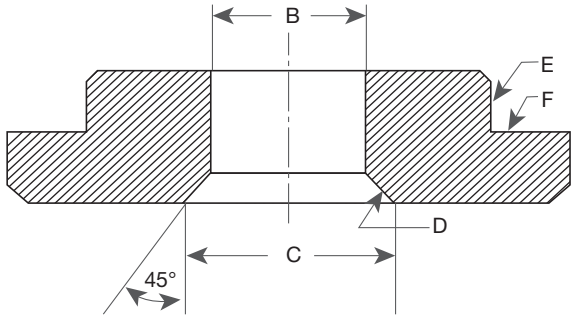

Figura 45: Arandela de resorte inferior
1. Retire el tubo eductor (40) de la base (1) seleccionando una broca de aproximadamente 0.016” (0.40 mm) de diámetro más pequeño que el diámetro exterior del tubo eductor. Perfore el orificio del tubo eductor donde el tubo está unido a la base. Esto reducirá el espesor de la pared del tubo en la medida en que se pueda colapsar fácilmente para su extracción. La brida del fuelle cubrirá el orificio en la superficie de guía que permanecerá después de que se retire el tubo.
2. Maquine la arandela de resorte inferior existente (17) (consulte la Figura 45 y la Tabla 22).